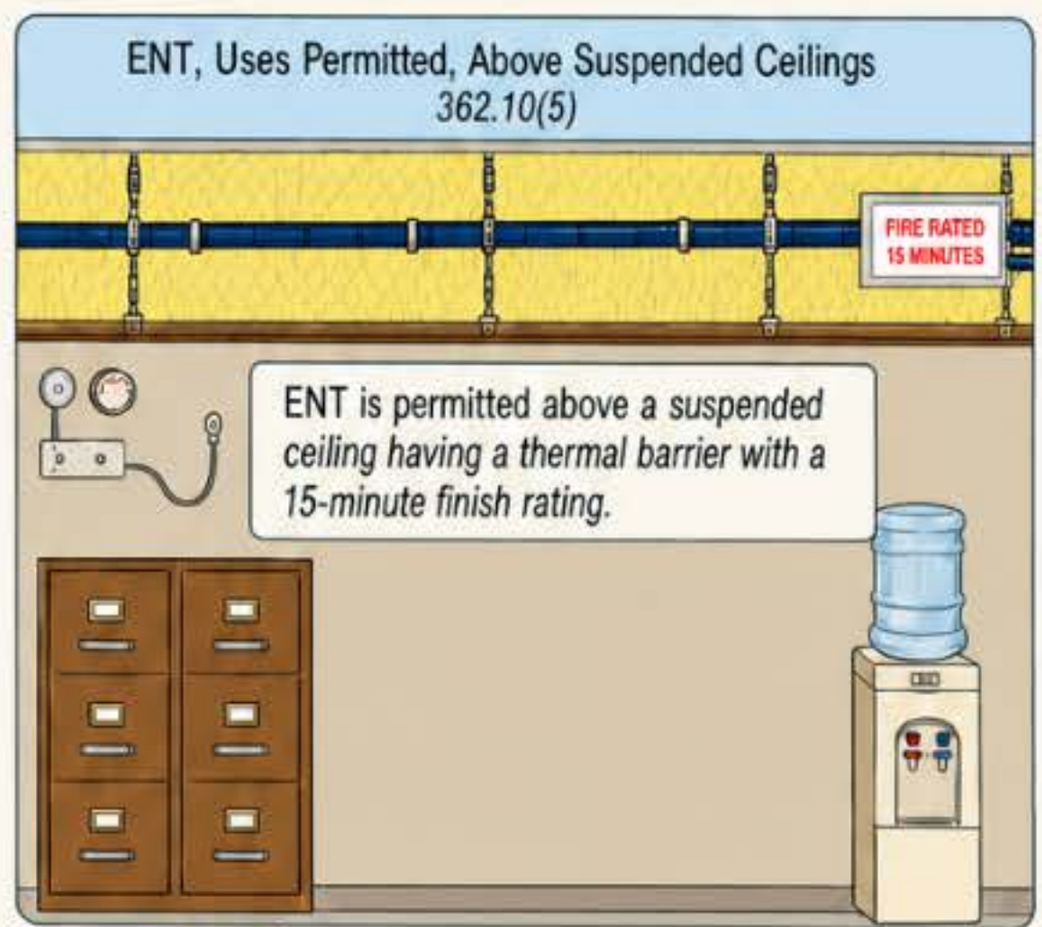

Figure 362–6
Ex to (5): When a fire sprinkler system is installed on all floors in accordance with NFPA 13, Standard for the Installation of Sprinkler Systems, ENT is allowed above a suspended ceiling in spaces that do not have a 15-minute finish-rated thermal barrier. ▶ Figure 362–7
▶ Figure 362–7
(6) Encased or embedded in a concrete slab provided fittings identified for the purpose are used.
(7) In wet locations indoors, or in a concrete slab on or below grade, with fittings that are listed for the purpose.